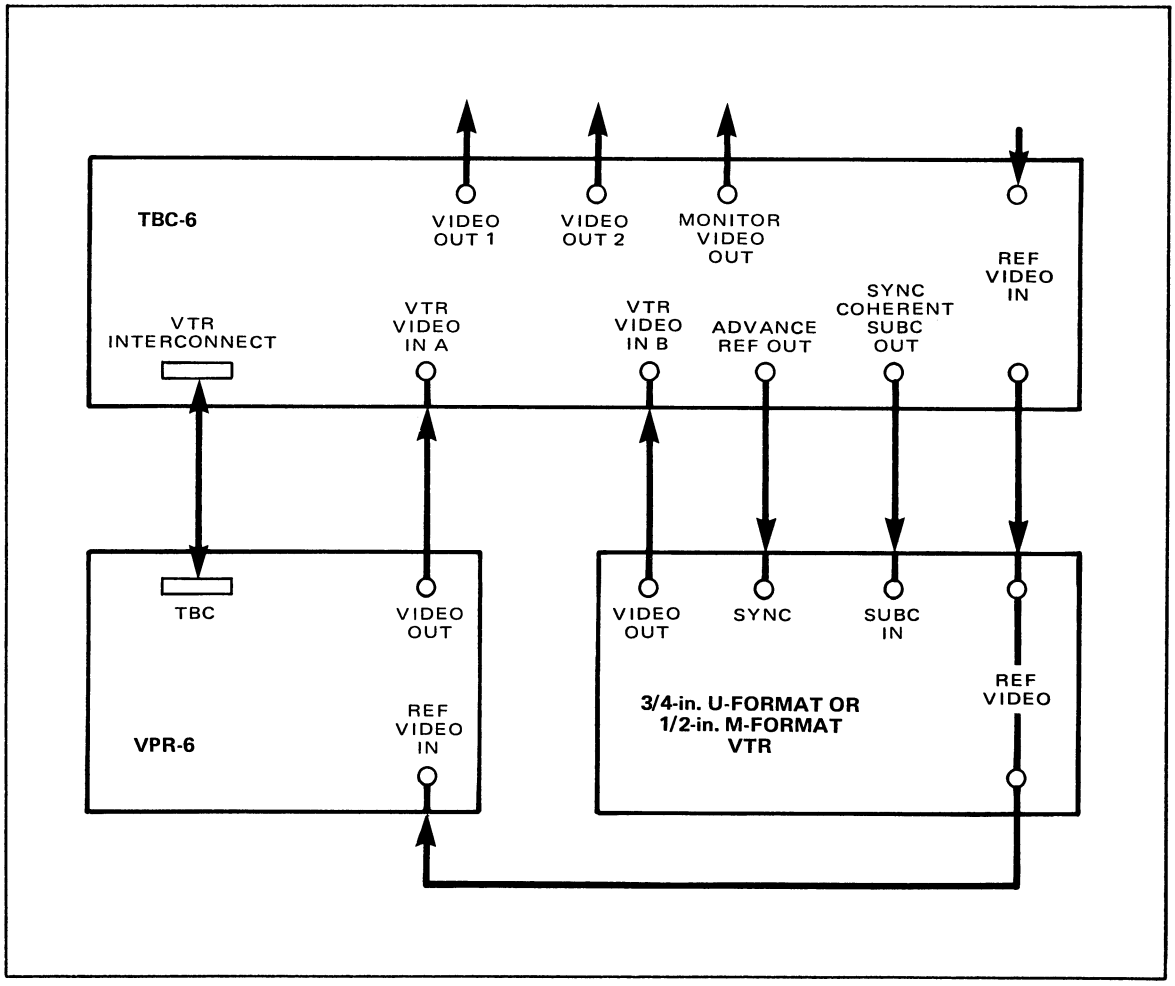

Figure 2-7. TBC-6/VPR-6 and Heterodyne VTR Interconnections
STEP 2 Interconnect TBC-6 with both VTRs as shown in Figure 2-7.